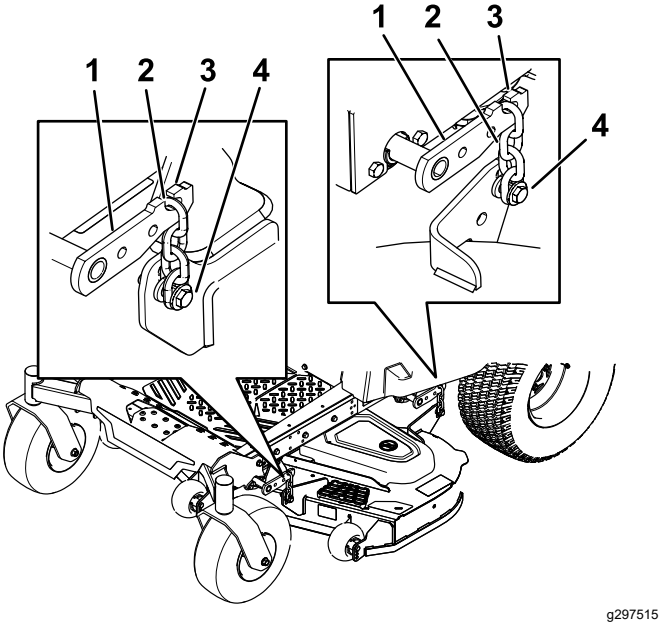

Figur 77
8. Ta bort kedjorna från krokarna på däcklyftarmarna (Figur 77).
6. Lyft upp klippardäckets bakre del och fäst kedjorna på de bakre lyftarmarna (Figur 77)
7. Fäst de främre kedjorna på de främre lyftarmarna (Figur 77).